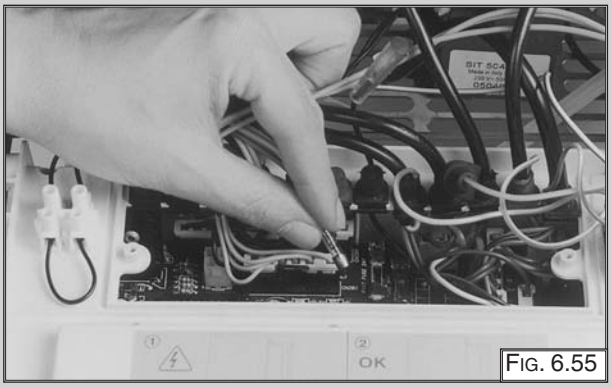

FIG. 6.55
2. Remove the fuses (FIG. 6.55).